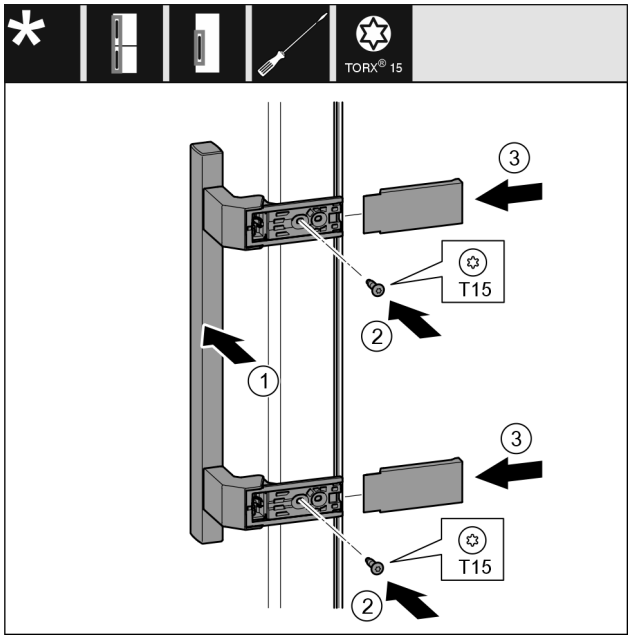

Fig. 9
- ▶ Sett på håndtaket på motsatt side. *Fig. 9 (1)*
- ▶ Skru fast skruene med skrutrekkeren T15. *Fig. 9 (2)*
- ▶ Sett dekslene på siden og skyv dem på. *Fig. 9 (3)*